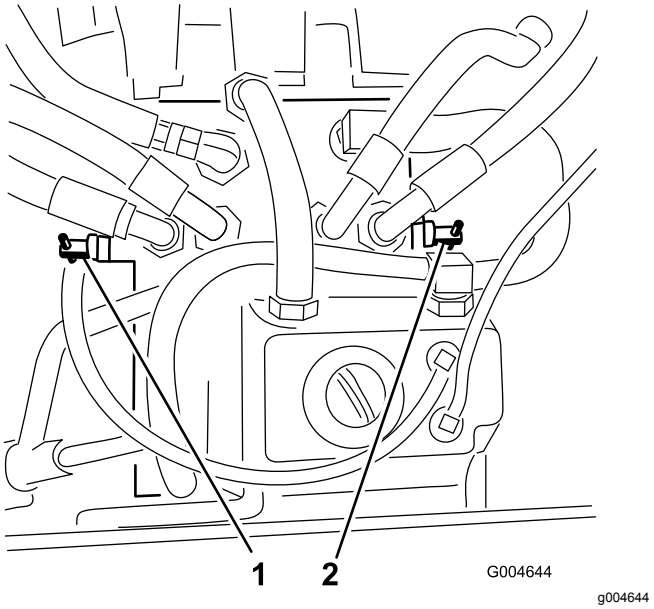

Figur 26
2. Finn omløpsventilene (Figur 26), og drei hver omløpsventil én omdreining mot klokken.
4. Steng ventilene ved å dreie hver ventil én omdreining med klokken (Figur 26).